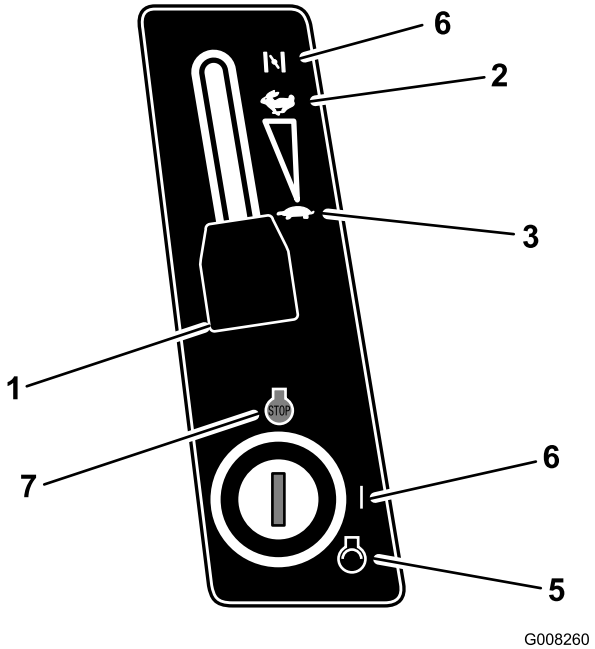

Figur 13
5. Flyt gashåndtaget til chokerposition, før du starter en kold motor (Figur 13).
6. Flyt gashåndtaget til positionen langsom (Figur 13).
7. Drej tændingsnøglen med uret, og hold den i startpositionen (Figur 13). Slip nøglen, når motoren starter.
8. Når motoren starter, skal du langsomt flytte gashåndtaget til positionen Hurtig (Figur 13).
1. Flyt gashåndtaget til positionen Langsom (Figur 13).
2. Drej tændingsnøglen til Fra (Figur 13).